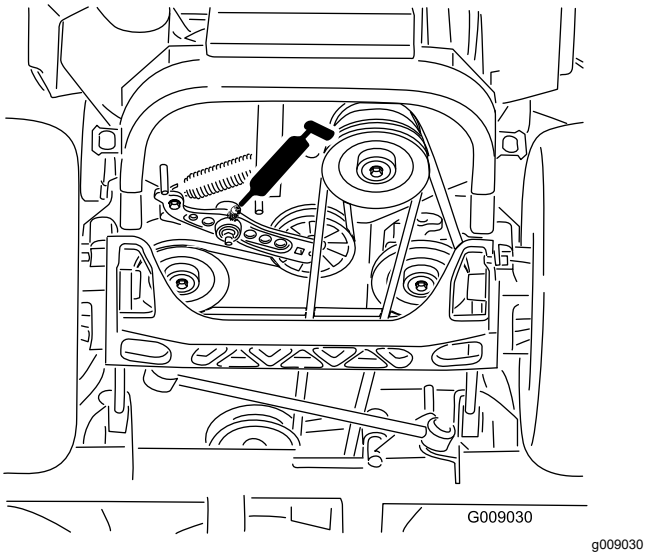

Figur 52
4. Smør lederullarmene for drivremmen (Figur 52).